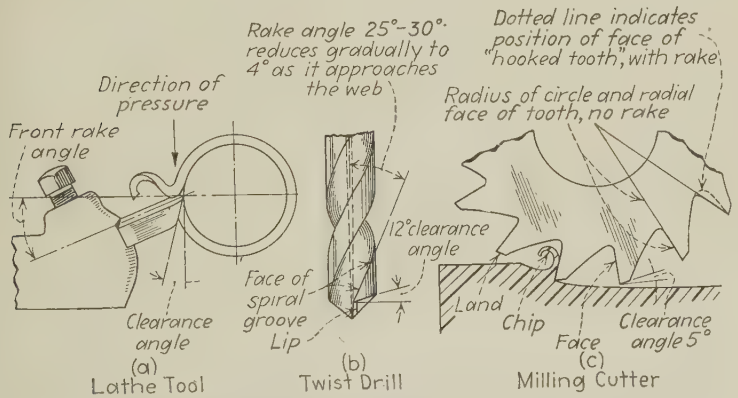

FIG. 48.—Shows clearance and rake on three much-used machine-shop cutting tools.
1. The work in a lathe as it revolves is forced down against the cutting tool (*a*, Fig. 48), the chip is pried off against the top of the tool, and the front and side clear the work.
2. A twist drill, pressed (fed) into the work, cuts as it revolves. The cutting edges dig into the metal, the faces (of the spiral grooves) pry or peel off the chips, and the "lips" clear the work because they have been "backed off," that is, given clearance (*b*, Fig. 48).
3. In the case of a milling cutter the face of the tooth peels off the chip while the "land" just clears (*c*, Fig. 48).
or if a drill has straight grooves (see page 174) it has no rake. Note in Fig. 48 that both the lathe tool and the twist drill have rake, while the milling cutter, having a radial tooth, has no rake. A milling cutter with a "hooked tooth" has rake (shown in one tooth in Fig. 48). When a tool has no rake it pushes off the metal, while if it has rake it tends to peel off the chip. Most tools have rake.